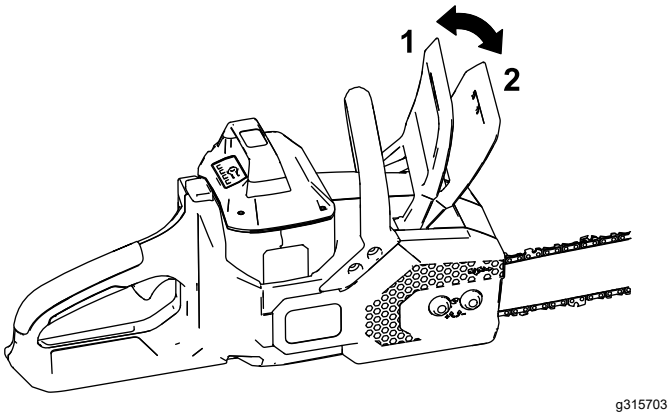

Figur 8
6. Pass på at kjedebremsen er i DRIFT-posisjon (Figur 8).
Når du ikke bruker sagen eller transporterer sagen til eller fra arbeidsområdet, må du alltid flytte kjedebremsen til STOPP-posisjonen (Figur 8) og fjerne batteripakken.